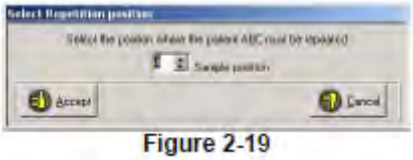

Figure 2-19
3) Se "Sim" é selecionado aparece uma janela de mensagem com "Selecione posição de repetição" (Fig. 2-19). A posição anteriormente utilizada, se estiver disponível, será exibida. Caso contrário, a primeira vaga é apresentada. Modificar a posição, se necessário, usando o botão de alternância ou digitar o número desejado de Copa. Uma vez que a posição é confirmada ou modificada, o campo de entrada de ordem com os testes selecionados é exibido.